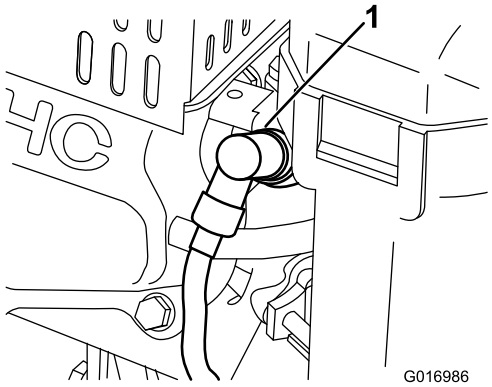

Figur 30
1. Dra av den gjutna kabeln från tändstiftet (Figur 30).